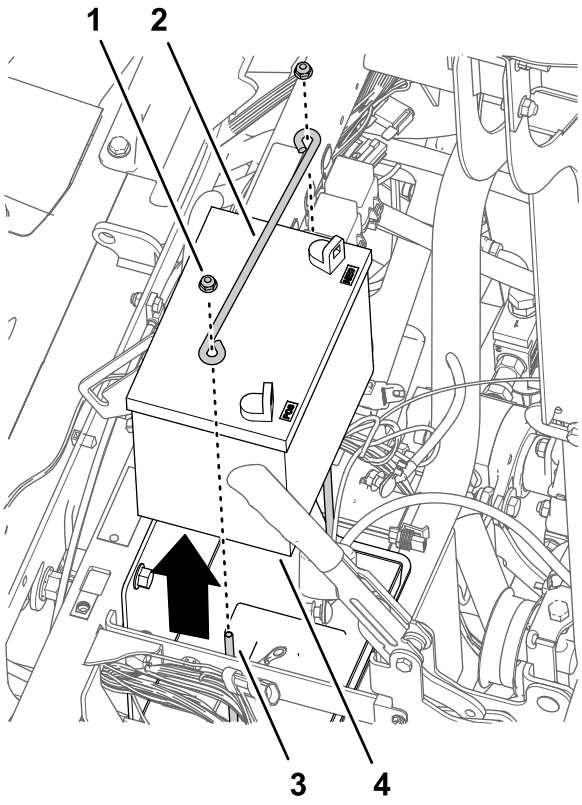

Rysunek 169
4. Załóż na kierownicę (Rysunek 169) osłonę zdjętą w kroku 2 procedury Zdjęcie kierownicy (Strona 73).
1. Odkręć 2 nakrętki kołnierzowe zabezpieczające i pręt przytrzymujący z 2 śrub J mocujących akumulator do wspornika akumulatora maszyny (Rysunek 169).
2. Zdemontuj akumulator z maszyny (Rysunek 169).